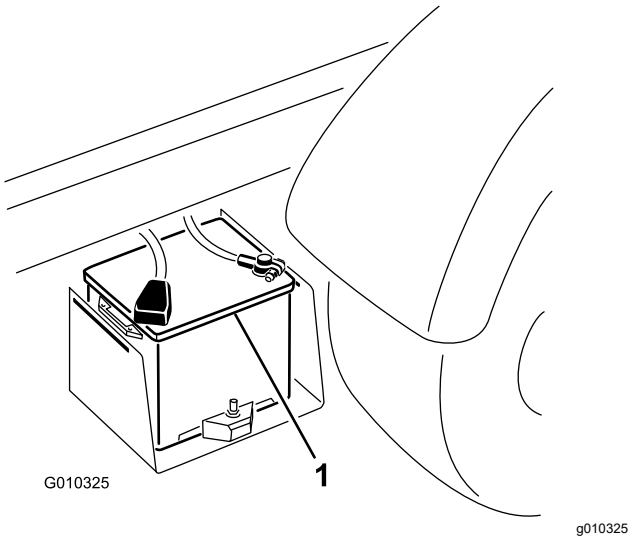

**Figur 51**
2. Anslut en startkabel mellan de två batteriernas pluspoler (Figur 51). Pluspolen identifieras genom ett plustecken ”+” på batterikåpan.